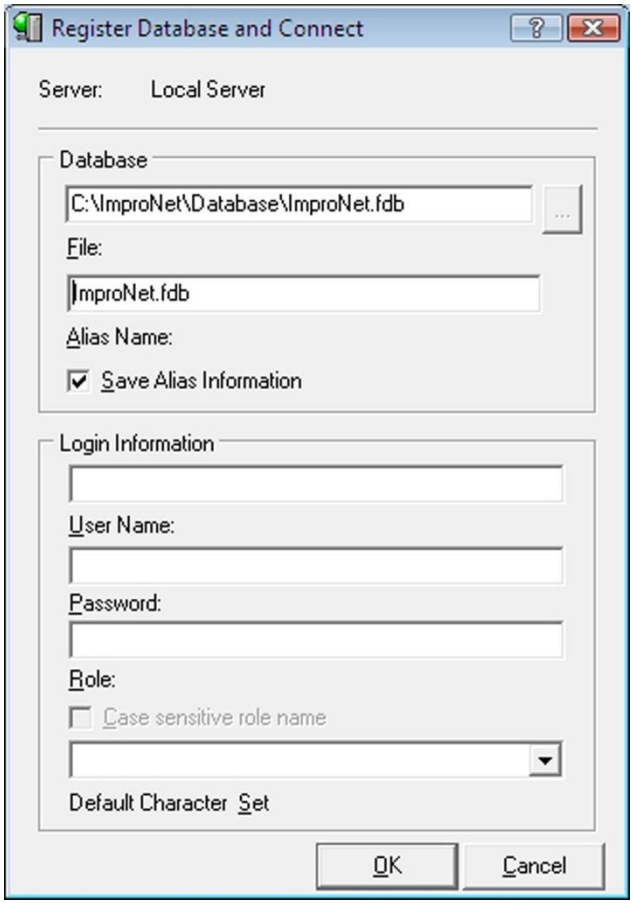

Figure 50 – Register Database and Connect Dialog
2. In the **Register Database and Connect** dialog, In the **Database** textbox, enter in the full file path to your Database (see Figure 50).